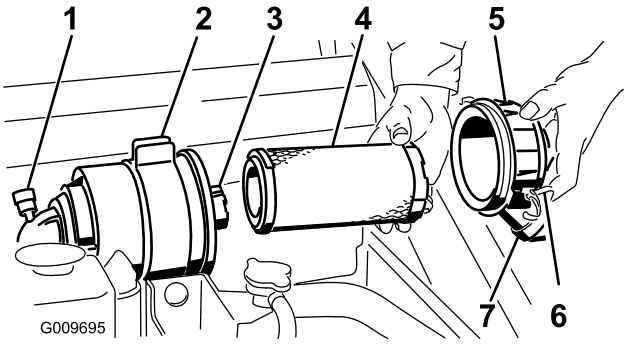

Figuur 32
Belangrijk: Geef het luchtfilter uitsluitend een onderhoudsbeurt als de onderhoudsindicator rood is (Figuur 32). Als u het luchtfilter vervangt voordat dit nodig is, wordt alleen maar de kans vergroot dat er vuil in de motor komt als het filter wordt verwijderd.
4. Maak de sluitingen op het luchtfilter los en trek het luchtfilterdeksel van de luchtfilterbehuizing (Figuur 32).
1. Schuif het filter voorzichtig uit de luchtfilterbehuizing (Figuur 32). Zorg ervoor dat u niet met het filter tegen de zijkant van de luchtfilterbehuizing stoot.
4. Als u het veiligheidsfilter vervangt, schuif dan voorzichtig het nieuwe filter in de filterbehuizing (Figuur 32).
5. Schuif het voorfilter op het veiligheidsfilter (Figuur 32). Zorg ervoor dat het filter volledig vastzit door de buitenring van het filter tijdens de montage aan te drukken.
6. Monteer het luchtfilterdeksel met de kant met het opschrift UP naar boven gericht en maak de sluitingen vast (Figuur 32).